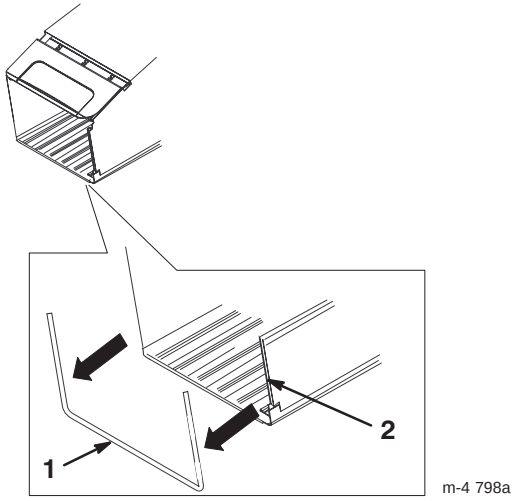

Figur 5
1. Sätt fast gräsuppsamlarens två sidokanaler på gräsuppsamlarramen enligt figur 5.